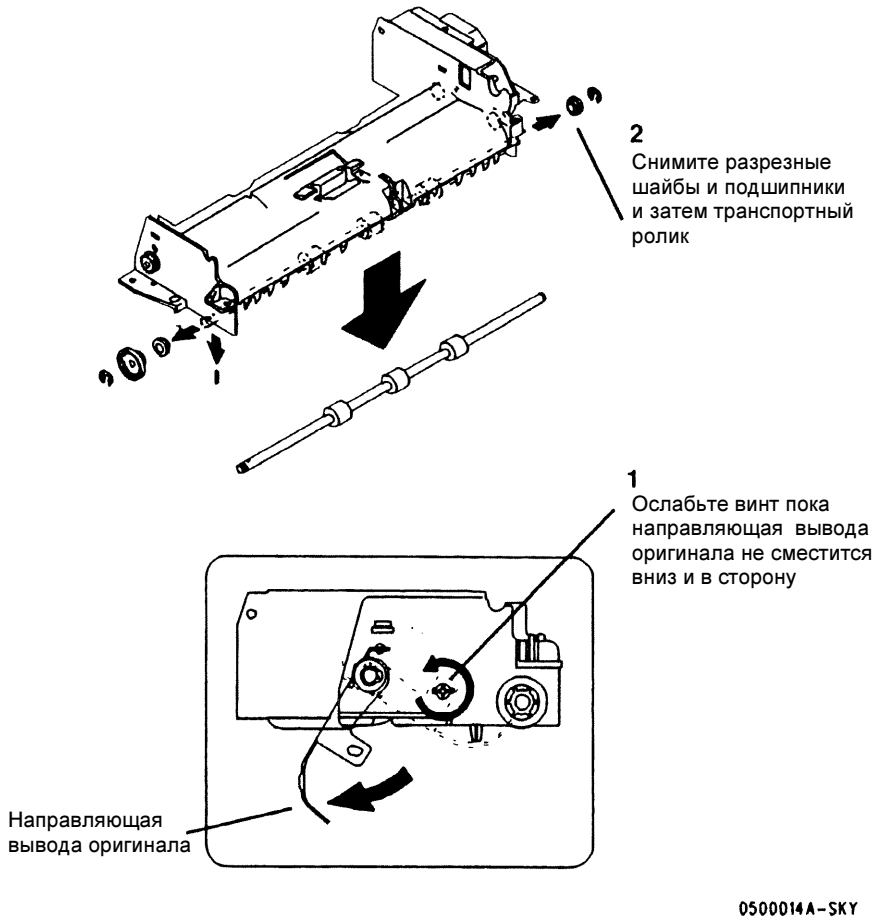

Рисунок 5. Снятие транспортного ролика
5. (Рисунок5):.Снимите транспортный ролик.